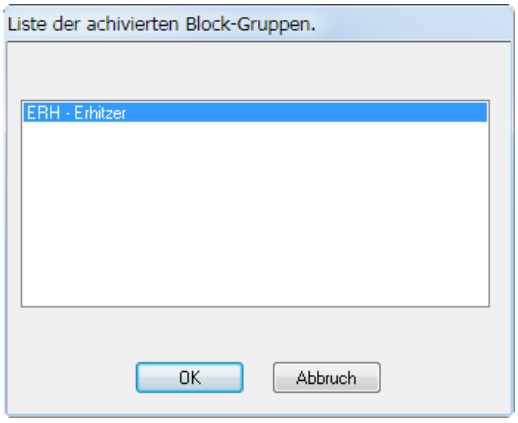

Bild 27.50 – Wahl der archivierten Gruppe
- Hierauf wird der Inhalt dieses Archivs angezeigt. Wählen Sie den einzigen Eintrag und bestätigen Sie auch hier (Abb. 27.50).